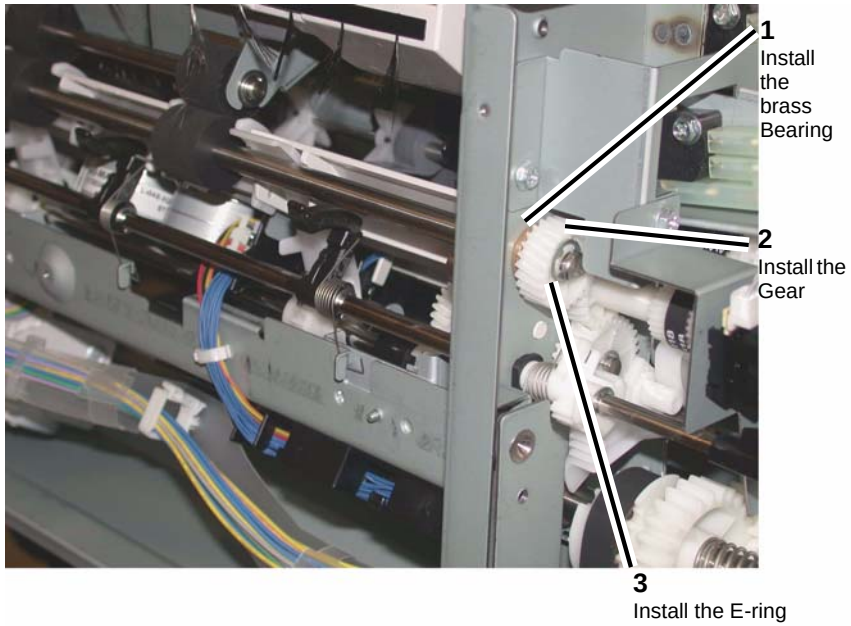

Figure 19 Installing the Eject Roll Shaft rear parts
b. Install the brass bearing, the Gear and the E-ring onto the rear of the Eject Roll Shaft (Figure 19).